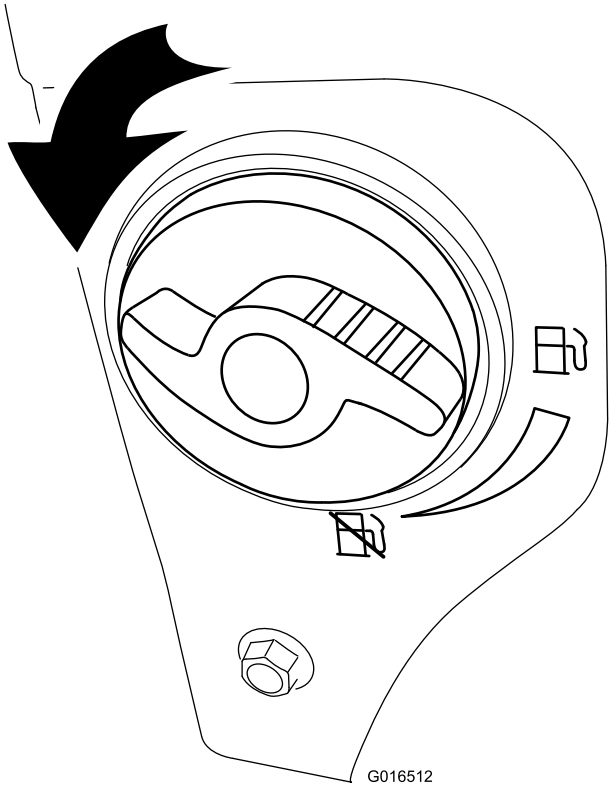

Figur 26
2. Drej brændstofafbryderventilen en kvart omgang mod uret for at åbne den (Figur 26).